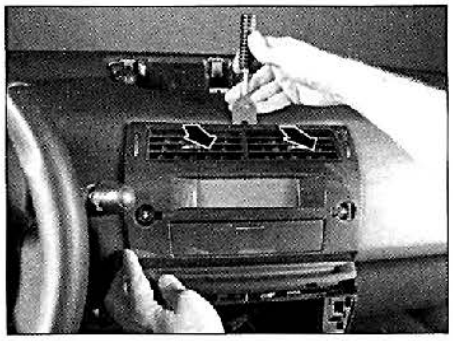

FIG. 40
• Desengrapar y desmontar el guarnecido superior de la consola **(fig. 40).**